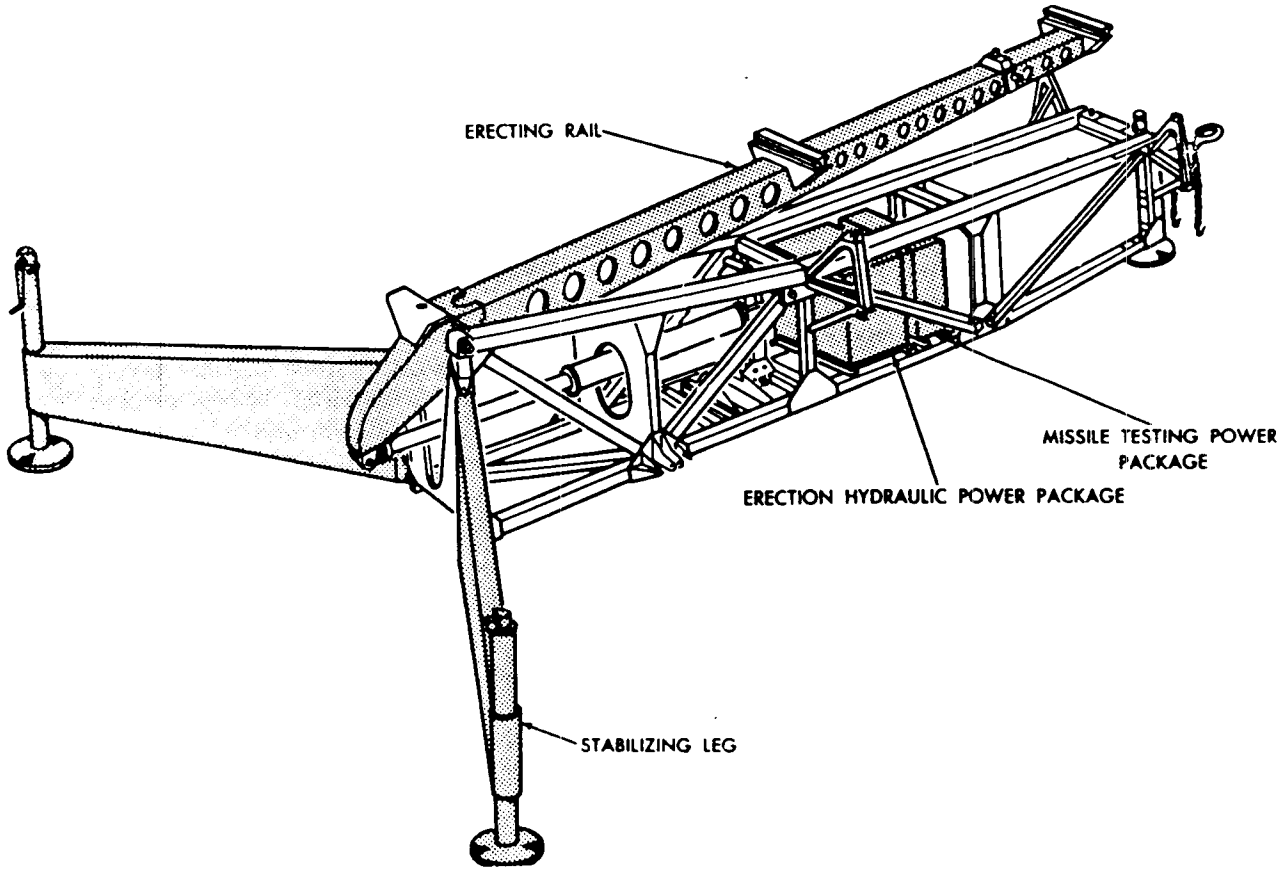

*Figure 53. Launcher.*
*b. Launcher* (fig. 53). The launcher consists of the launcher-loader assembly less the loading racks. The base structure of the launcher is a welded open-frame box type truss. The forward diagonal braces are held in position by clevis pins instead of being welded. This facilitates the installation and removal of the hydraulic and electric equipment. The forward base structure incorporates a handcrank-operated leveling jack. There are two other handcrank-operated leveling jacks on the launcher, one on each of the two stabilizing legs. Each consists of a worm-gear drive operating a jack screw. The leveling jacks are used to raise and lower the entire launcher. Each jack has approximately a 20-inch travel. The base for each jack is a 14-inch float. Provisions are incorporated for securing the launcher after it is emplaced. Protruding at right angles from each side of the base structure are two open framework trusses, one forward and one about the center, to which the loading racks are attached. A shock absorber is mounted on the forward end of the base structure to cushion the shock from the erecting arm at the end of its descent. On the aft corners of the base are four lugs, two on each side, to which the two launcher stabilizing legs are attached. Each leg incorporates a leveling jack in its outer end. When the launcher is towed, the legs are folded against the base and held in position by slip pins. The loading racks are detached and transported in the prime mover during march order. When the launcher is emplaced, the legs are unfolded until they reach the stops welded on the base structure before the loading racks are fastened to the sides of the launcher.